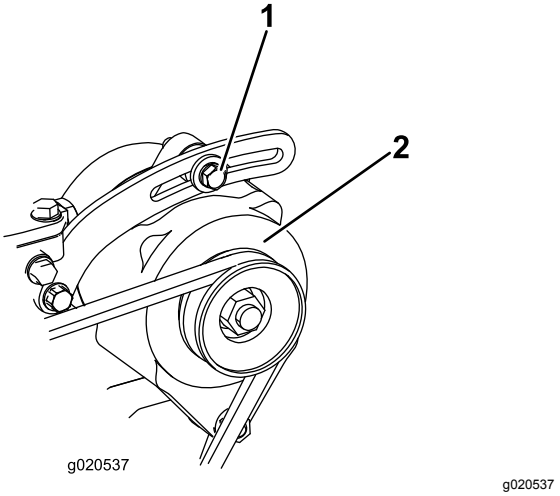

Figuur 81
1. Draai de montagebouten van de wisselstroomdynamo los (Figuur 81).